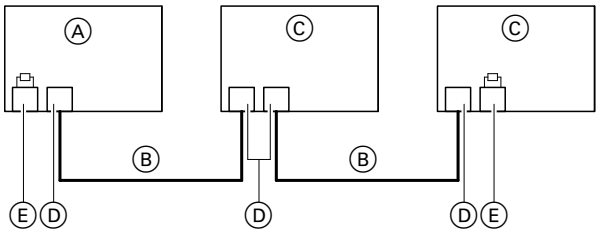

*Abb. 44*
- Der CAN-BUS der Geräte ist für die BUS-Topologie „Linie“ mit beidseitigem Abschlusswiderstand (Terminierung) ausgelegt: Siehe Abb. 44.